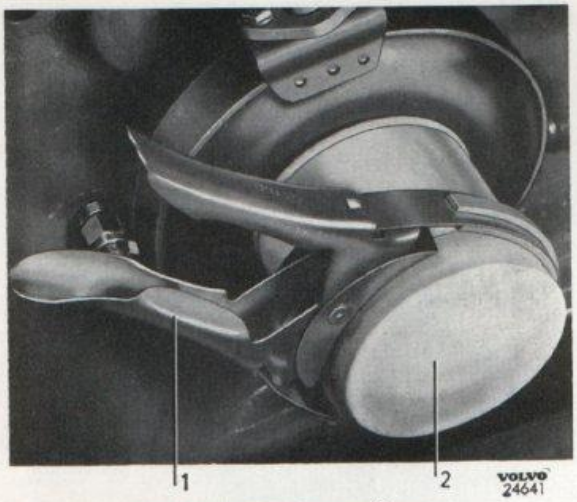

Bild 1-58. Demontering av oljerenare
1. Demontera den gamla renaren med hjälp av ett verktyg, enligt bild 1-58.
2. Lossa kylvätskeanslutningarna vid oljekylaren. Demontera oljerenaren, se bild 1-58.